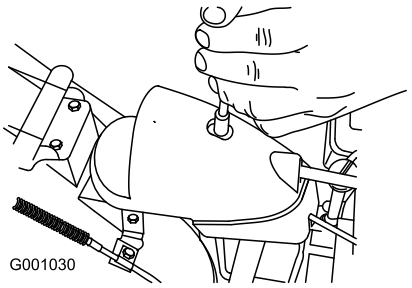

**Figur 49**
1. Ta bort fästanordningen på kåpan över kugghjulet (Figur 49), lyft upp kåpans främre del och skjut kåpan bakåt så att den inte är i vägen.